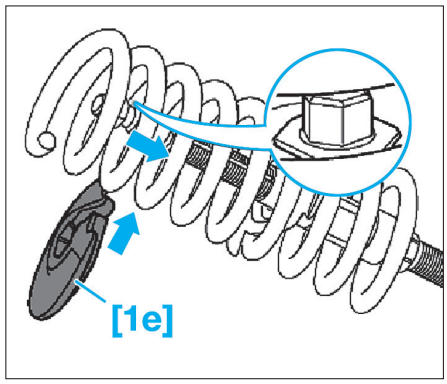

Fig. 45
• Positionner la coupelle de ressort supérieure [1e] de côté dans le ressort hélicoïdal et la tourner jusqu'à la spire la plus haute **(Fig.45)**.